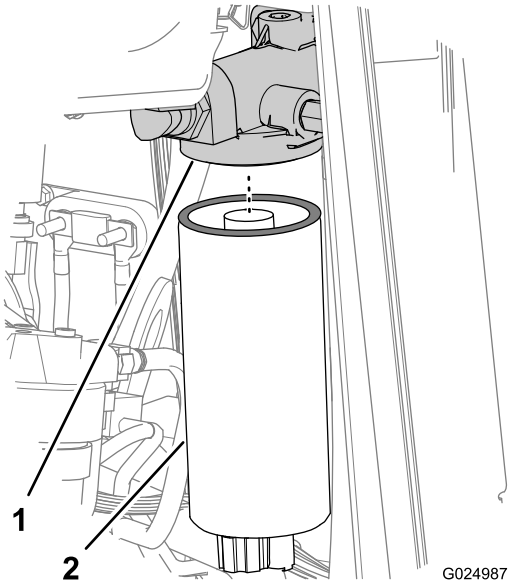
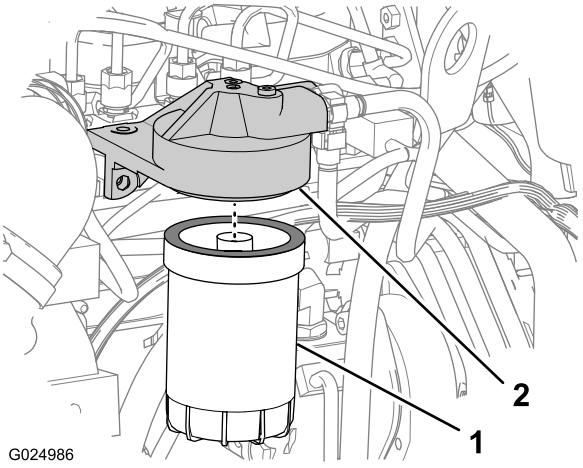

Рисунок 73
Рисунок 74
7. Ослабьте и снимите топливный фильтр грубой очистки (Рисунок 73).
9. Ослабьте и снимите топливный фильтр тонкой очистки (Рисунок 74).
1. Начисто протрите уплотнительные поверхности переходников фильтров грубой и тонкой очистки (Рисунок 73 и Рисунок 74).
3. Установите фильтр грубой очистки на переходник фильтра и затяните фильтр, пока прокладка не войдет в контакт с поверхностью головки фильтра (Рисунок 73).
6. Установите фильтр тонкой очистки на переходник фильтра и затяните фильтр, пока прокладка не войдет в контакт с поверхностью головки фильтра (Рисунок 74).